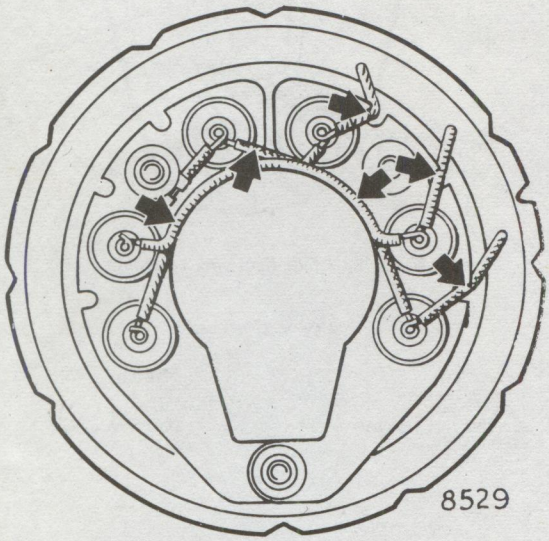

Fig 49. *Arrangement of securing internal connections with adhesive at points indicated by arrows*
4. After soldering, the connections must be neatly arranged around the heat sinks (refer to Fig. 49), to ensure clearance of the rotor, and be tacked down with "3M" EC.1022 adhesive obtainable from the manufacturers, who are the Minnesota Mining and Manufacturing Co. Ltd., 3M House, Wigmore Street, London, W.1. The three stator connections must pass through the appropriate notches at the edge of the heat sinks.